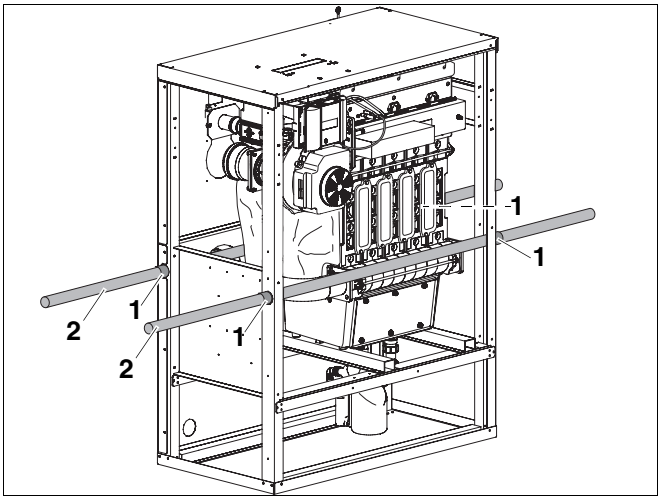

Abb. 7 Heizkessel mit Hilfe von Rohren transportieren
- Rohre durch die Löcher an den Stirnseiten des Heizkessels durchschieben (➔ Abb. 7).
- Rohre gegen Verrutschen an den in Abb. 7 gezeigten Positionen sichern, z. B. mit Klebeband.